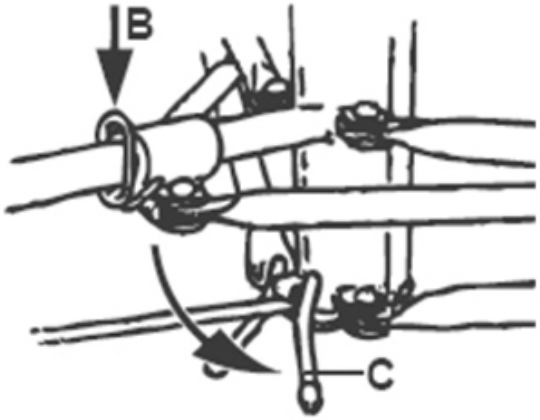

FIG. 2
- Empuje el gancho del anillo hacia el suelo y abra simultáneamente las barras telescópicas de la base del trípode (Fig. 2, B).
- Para evitar que la base del trípode se mueva durante el montaje, active los tres frenos de bloqueo de las ruedas (Fig. 2, C).